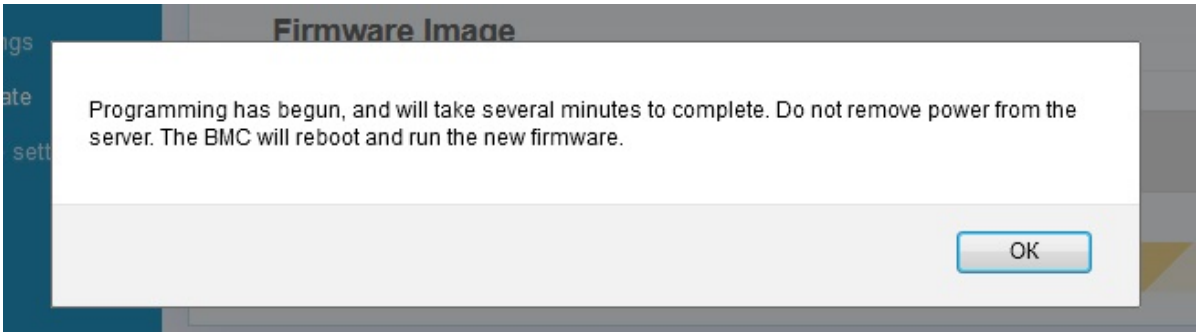

Рис. 85. Окно процесса установки обновления
6) После нажатия кнопки «UPLOAD FIRMWARE» появиться окно установки обновления. Окно показано на рис. 85 Окно процесса установки обновления